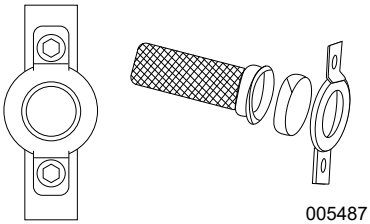

Figure 4-6. Écran du pare-étincelles
1. Reportez-vous à la *Figure 4-6*. Retirez la bride afin de pouvoir retirer la bague d'arrêt.